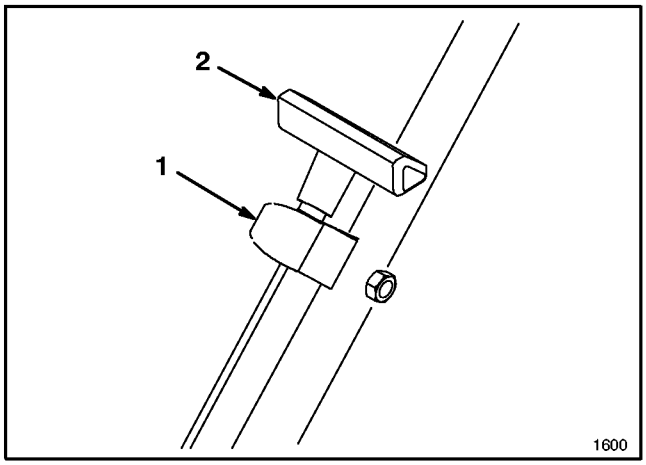

Abbildung 5
1. Das Starterseil durch die Seilführung am Griff ziehen (Abb. 5). Damit das Seil leichter zurückspulen kann, die Steuerstange an den Griff drücken, um die Schnittmesserbremse zu lösen.